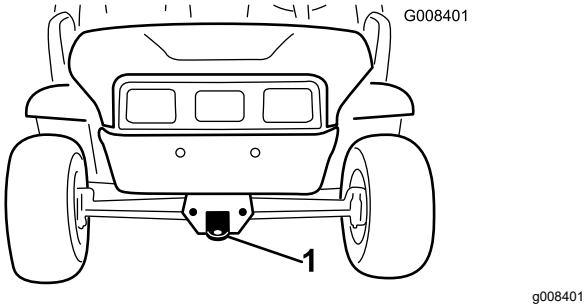
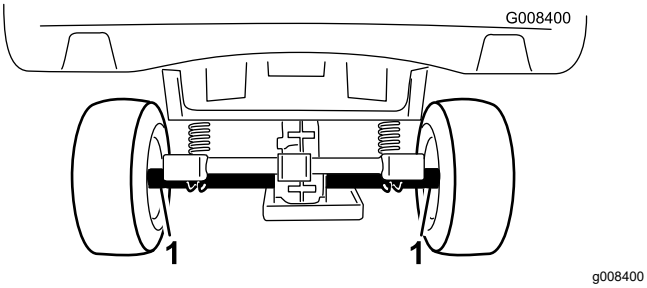

Figur 21
Figur 22
Ett släp bör användas när maskinen ska transporteras längre sträckor. Spänn fast maskinen ordentligt på släpet. Se Figur 21 och Figur 22 för fästpunkternas placering.
2. Fäst en bogserlina i bogseröglan framtill på maskinens ram (Figur 21).